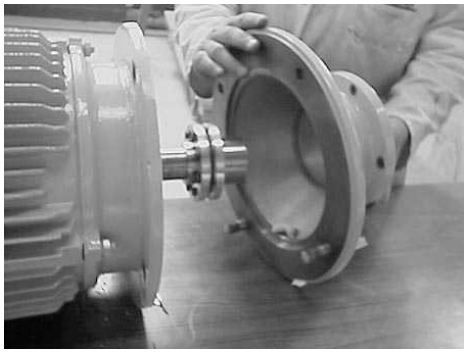

Fig. 44
8.15 Fit Motor Adaptor (45.45) to Motor Face/Flange and bolt to correct torque. - **Fig. 44**